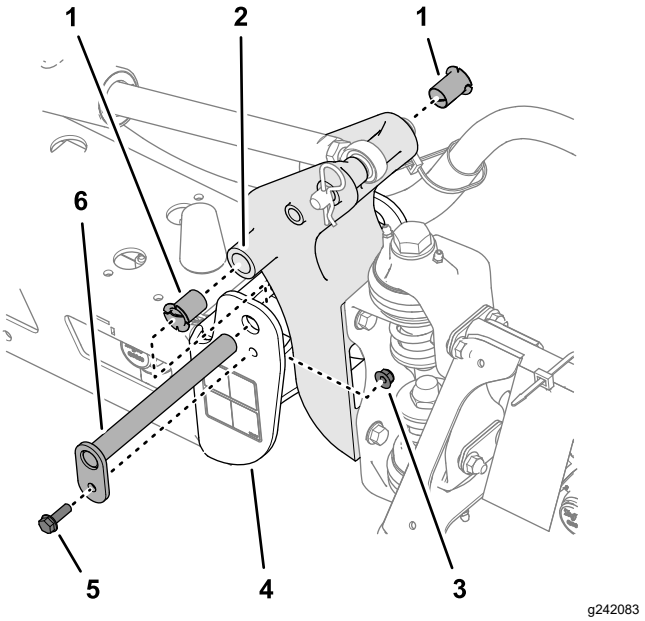

Figur 113
3. Lossa skruven och muttern som fäster svängtappen och ta bort tappen (Figur 113).
5. Ta bort nylonbussningarna från fram- och baksidan på tappfästet och undersök dem (Figur 113).
6. Smörj nylonbussningarna med lite olja och montera dem i tappfästet (Figur 113).
7. Rikta in hålen i tappfästet efter hålen i slutkanalen (Figur 113).